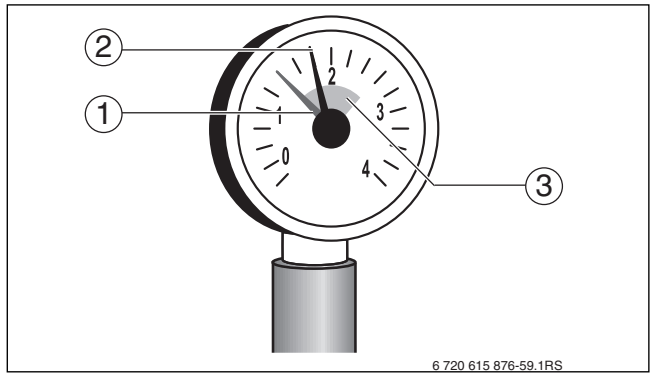

Рис. 4 Манометр для закрытых установок
- ▶ Осторожно откройте водопроводный кран и медленно заполните отопительную систему. При этом наблюдайте за показаниями манометра (→ рис. 4, стр. 6).